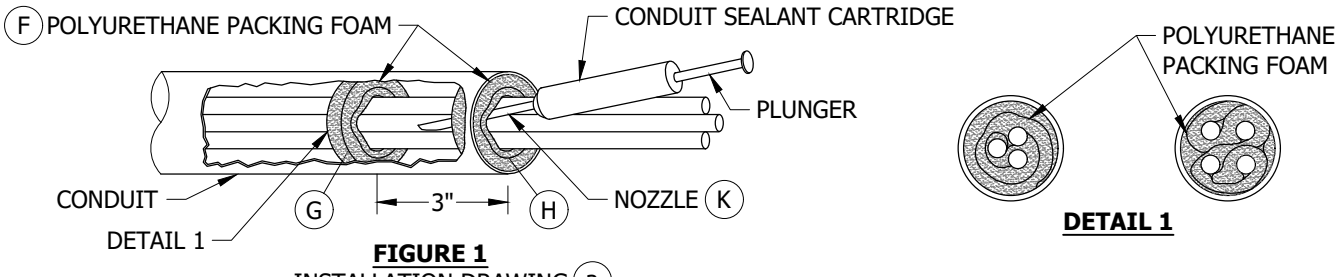

FIGURE 1
(F) WRAP PACKING FOAM AROUND CABLES AT THE CONDUIT ENTRANCE AS SHOWN IN FIGURE 1. USE AS MANY FOAM STRIPS AS NEEDED TO ASSURE THERE ARE NO GAPS BETWEEN FOAM, CABLES, AND CONDUIT.